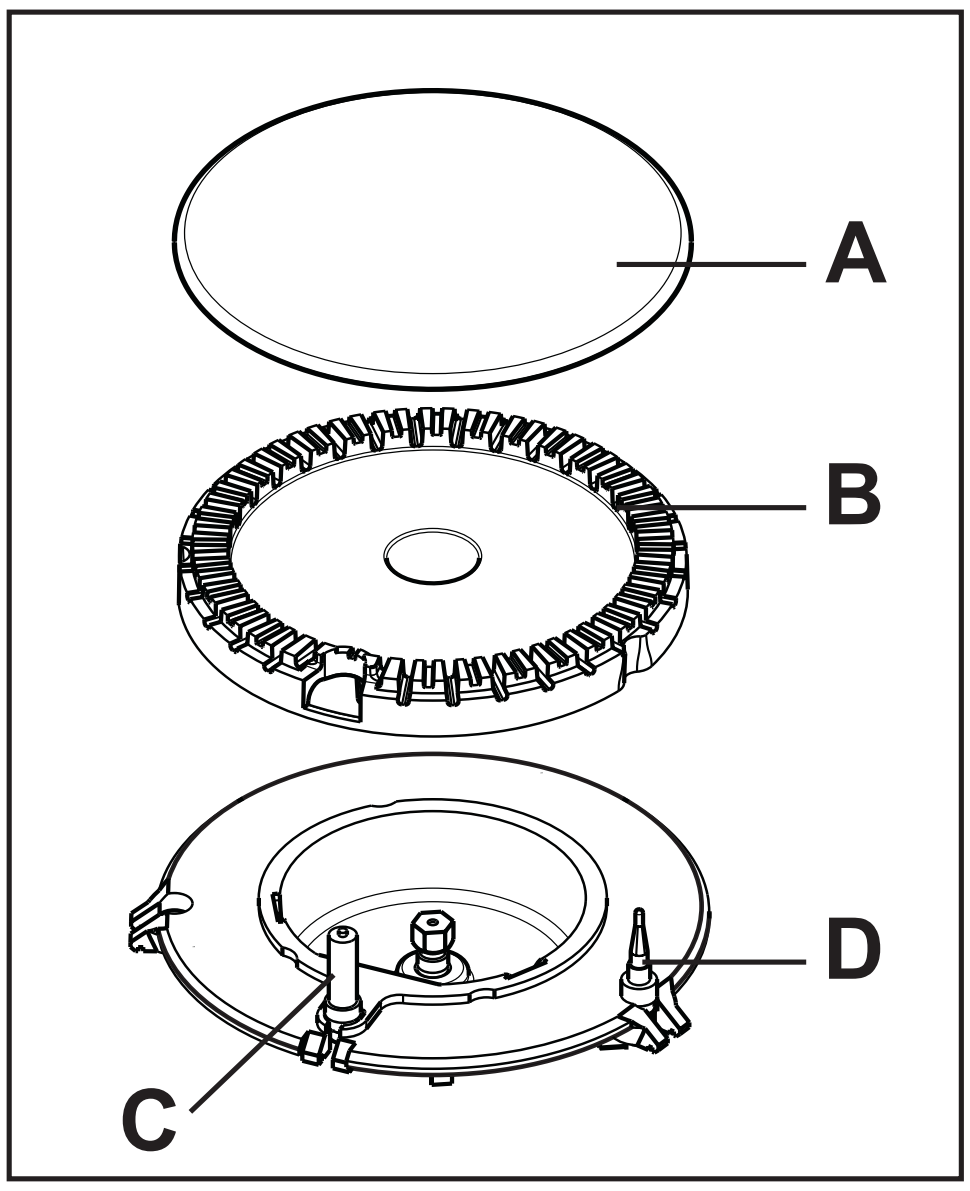

Fig. 1
2. After lighting the flame, keep the knob pushed down for about 5 seconds. This will allow the "thermocouple" (Fig. 1 lett. D) to be heated and the safety device to be switched off, otherwise the gas supply would be interrupted.
If you cannot light the flame even after several attempts, check the "cap" (Fig. 1 lett. A) and the "crown" (Fig. 1 lett. B) are in the correct position.
In models provided with electric ignition, this feature is obtained through a ceramic "candle" and a metal electrode (Fig. 1 lett. C). Keep these components well clean, to avoid difficult lighting, and check that the burner crown holes (lett. B) are not obstructed.